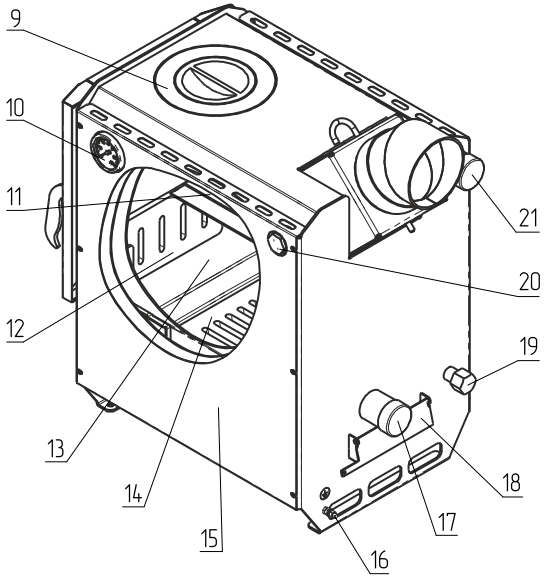

Рис.1 Конструкция отопительного аппарата
4.6.4. Эксплуатировать аппарат при неполном заполнении системы отопления водой и с открытой загрузочной дверцей (поз.8,рис.1).
5.1. Аппарат (рис.1) состоит из корпуса (поз. 1), топки (поз. 13), газохода (поз. 11), дымохода (поз. 2), конфорки (поз. 9).